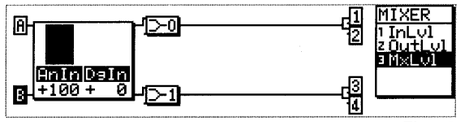

Fig.12
4. Using the cursor key, position the cursor at"[B]" (input CH-B) and then using the rotary encoder, set "AnIn" to +100 and "DgIn" to 0. (See Fig.12. P6)
4．カーソルを[B]（インプット CH B）に合わせ，ロータリーエンコーダーで AnIn を＋100，DgIn を０にする。(Fig.12.P6)